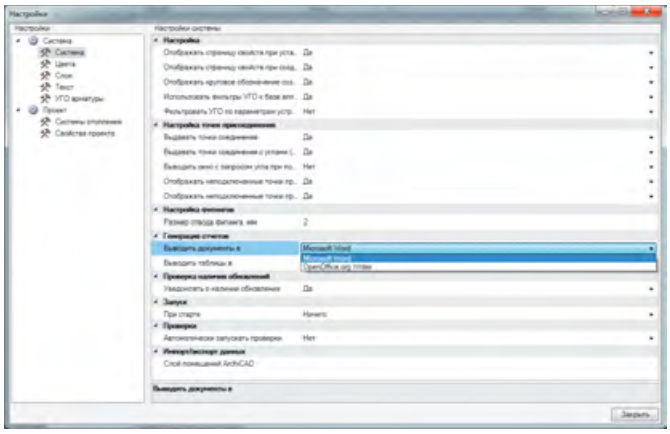

Рис. 5. Интеграция с программами MS Office и OpenOffice.org
В программе nanoCAD Отопление реализована возможность импортировать табличные данные (спецификацию оборудования, ведомость отопительных приборов) в распространенном формате MS Office и OpenOffice.org (рис. 5). Это особенно важно, когда необходимо передать таблицы (например, спецификации оборудования для составления сметы) сотруднику, на компьютере которого не установлен графический редактор.
**Рис. 5. Фланцевые узлы из реактопластов, армированных стекловолокном*** [**а** — фиксированный, **б** — свободный с накидным кольцом; **1** — трубная часть; **2** и **4** — фиксированный и свободный фланцы; **3** — упорный буртик; $D_ф$ — наружный диаметр фланца; $D_н$ — наружный диаметр трубной части; $D_б$ — диаметр упорного буртика; $D_{лс}$ — диаметр трубы с ламинатом; $D_{вф}$ — внутренний диаметр кольца; $D_{отв}$ — диаметр по центрам присоединительных отверстий; $d$ — диаметр присоединительного отверстия; $H_л$ — длина ламинирования при формовании фланца; $H_с$ — длина соединительной части фланца; $b_ф$ — толщина фланца; $t_ф$ — толщина упорного буртика]